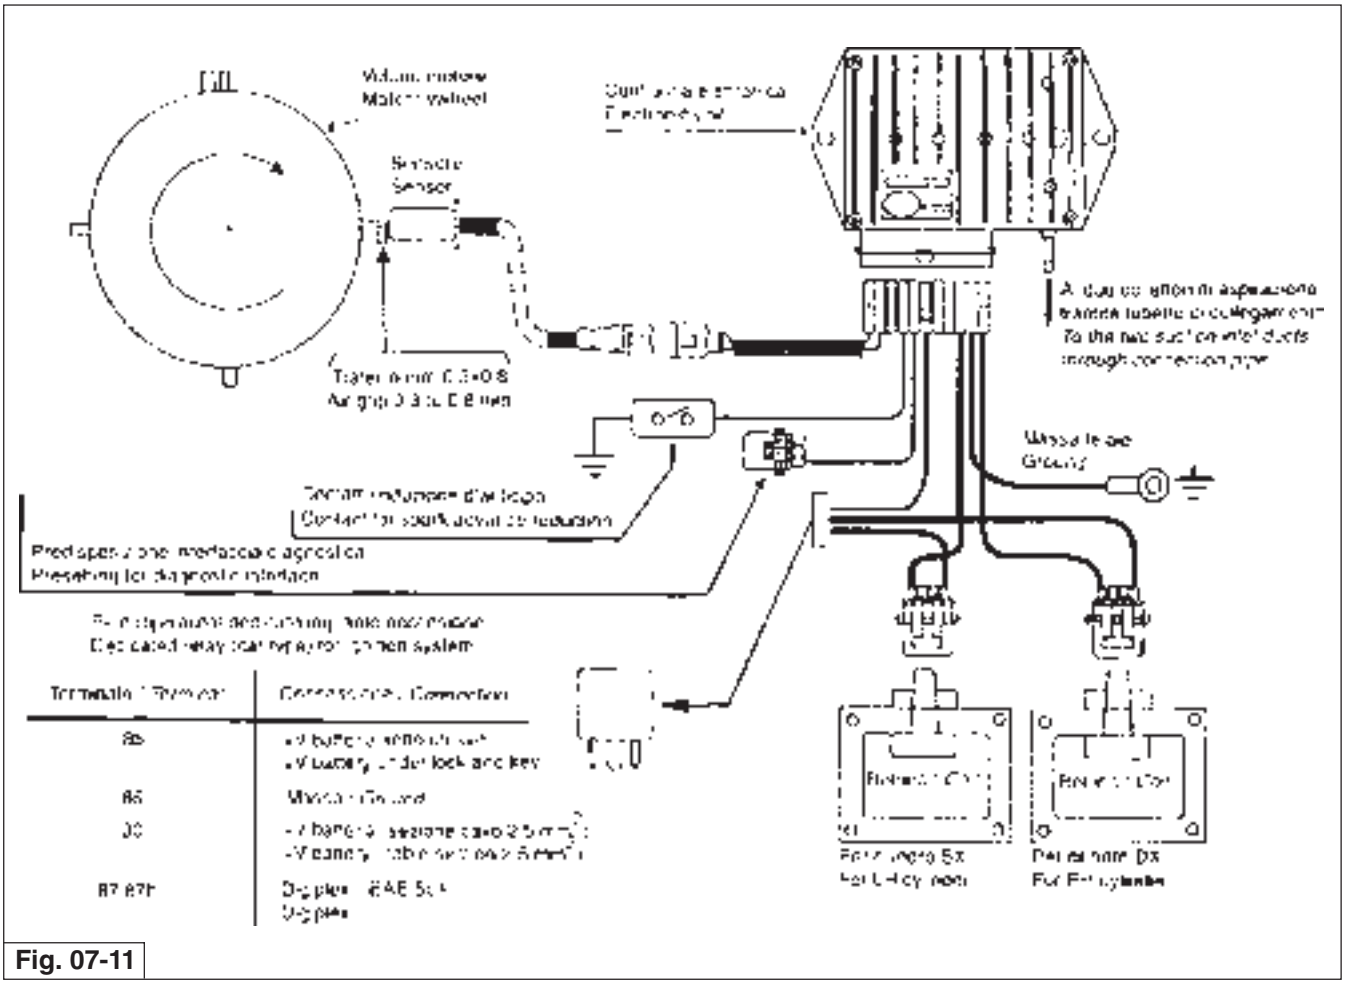

Fig. 07-11
- Valore del trasferro tra i 5 denti ricavati sul volano motore ed il sensore: 0,3÷0,8 mm (vedi fig. 07-11).
- Air gap value between the 5 teeth on the flywheel and the sensor: 0.3÷0.8 mm (see fig. 07-11).